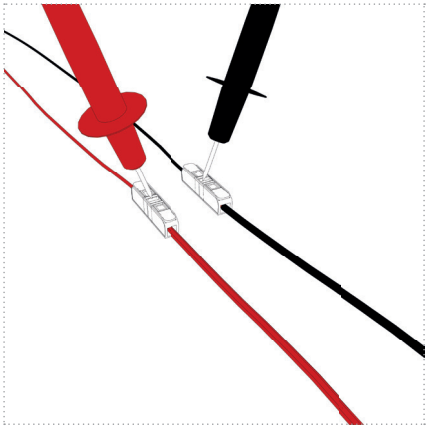

Figure 22
7. Enfichez/vissez à nouveau le fusible du circuit de l'unité UV et vérifiez la tension réseau correcte aux ouvertures de test des bornes de connexion (figure 22).